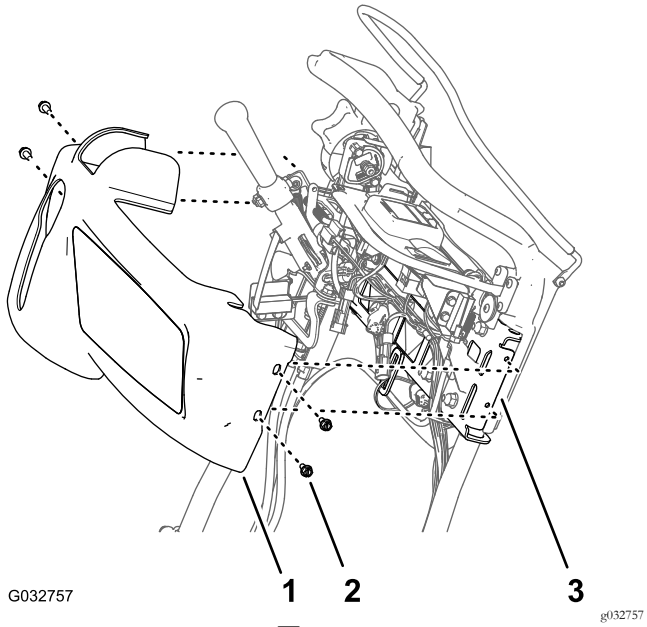

图3
1. 卸下将控制面板护罩固定到手柄杆支架上的 4 个凸缘头螺丝 1/4 x 1/2 英寸 图3。
2. 将控制面板护罩向控制面板的前上方移动然后从机器上取下护罩 图3。